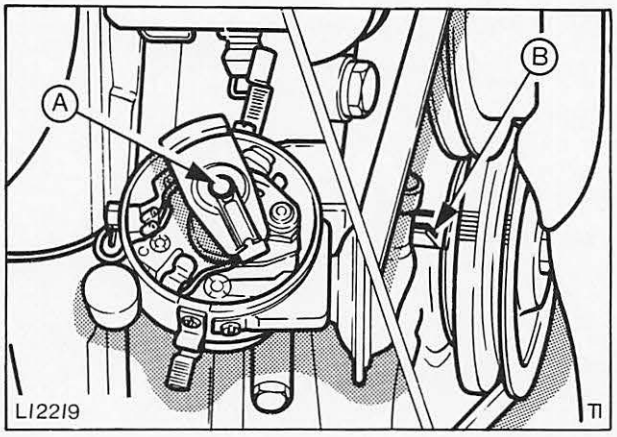

Abb. 41 Kurbelwelle auf O.T. (Zylinder Nr. 1)
5. Kurbelwelle auf OT-Markierung 1. Zylinder drehen. Kurbelwelle von Hand drehen, bis der Verteilerläufer zum 1. Zylinder-Kontakt der Verteilerkappe zeigt und die OT-Markierung in der Kurbelwellenriemenscheibe mit der Zündmarkierung (Zeiger) fluchtet, Abb. 41.